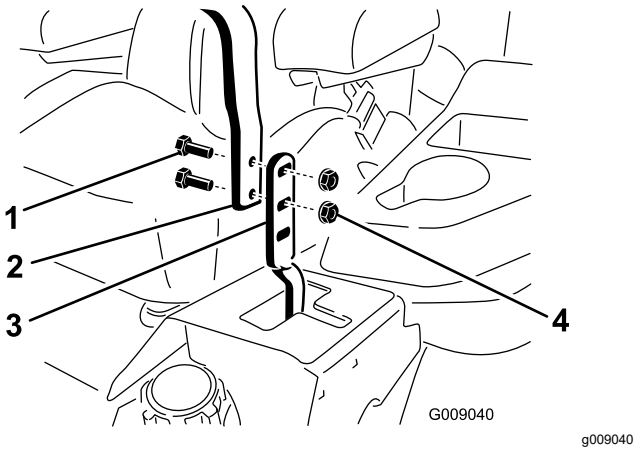

Figur 94
3. Løsne boltene og flensmutrene som er installert i spakene (Figur 94).